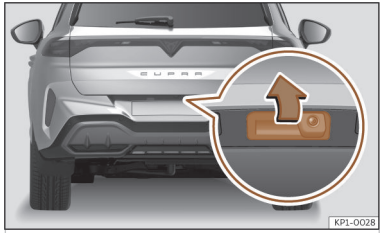

Abb. 81 Heckklappe: Öffnen von außen
- *Öffnen:* Drücken Sie leicht den Haltegriff. Sie öffnet sich selbsttätig ››› **(Abb. 81)**.